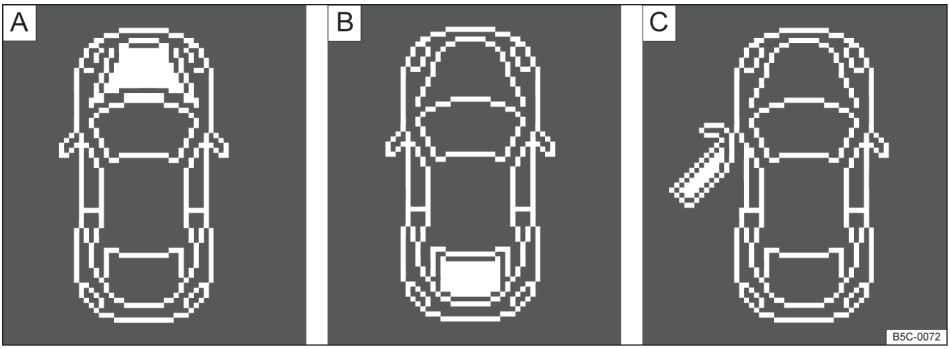

Fig. 15 A: tampa do compartimento do motor aberta, B: tampa traseira aberta, C: porta dianteira esquerda aberta.
- Porta, tampa do compartimento do motor e tampa traseira abertas ⇒ Fig. 15